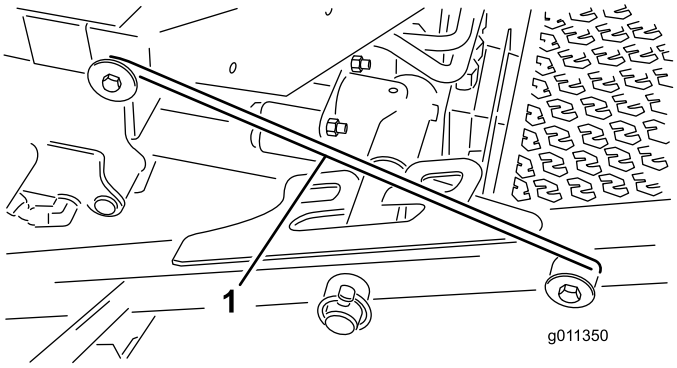

Figur 35
4. Frigör spärrstången (Figur 35) från hållaren för den främre bärramen.
5. Lyft upp utsidan av de främre klippdäcken och placera spärren över tappen på ramen som har monterats framtill på förarplattformen (Figur 35).